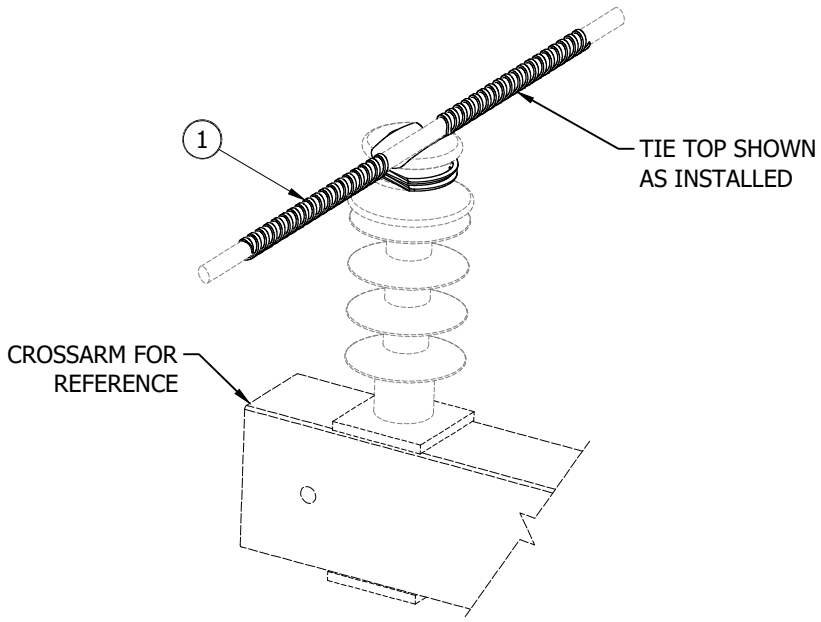

FIGURE 5
A. TO ACHIEVE A DOUBLE TIE AS SHOWN IN **FIGURE 5**, TWO SINGLE HELICAL TIES ARE INSTALLED IN OPPOSITE DIRECTIONS.